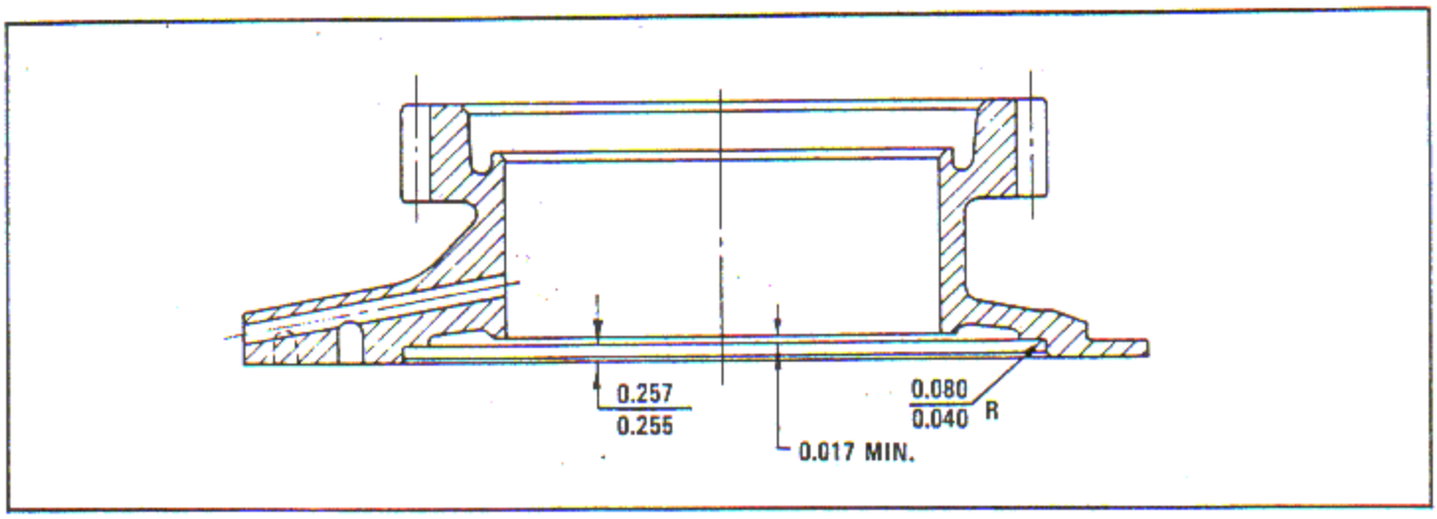

Figure 6-5. Stationary Reduction Gear Inspection
a. Inspect mating surface around oil transfer holes for flatness. Lap subject part to facilitate inspection for flatness. Refer to paragraph 6-284 for lapping instructions. Lapping of surfaces around the oil transfer holes must be accomplished in order to insure satisfactory sealing characteristics. Maintain 0.257 - 0.255 inch dimensions as shown in figure 6-5.